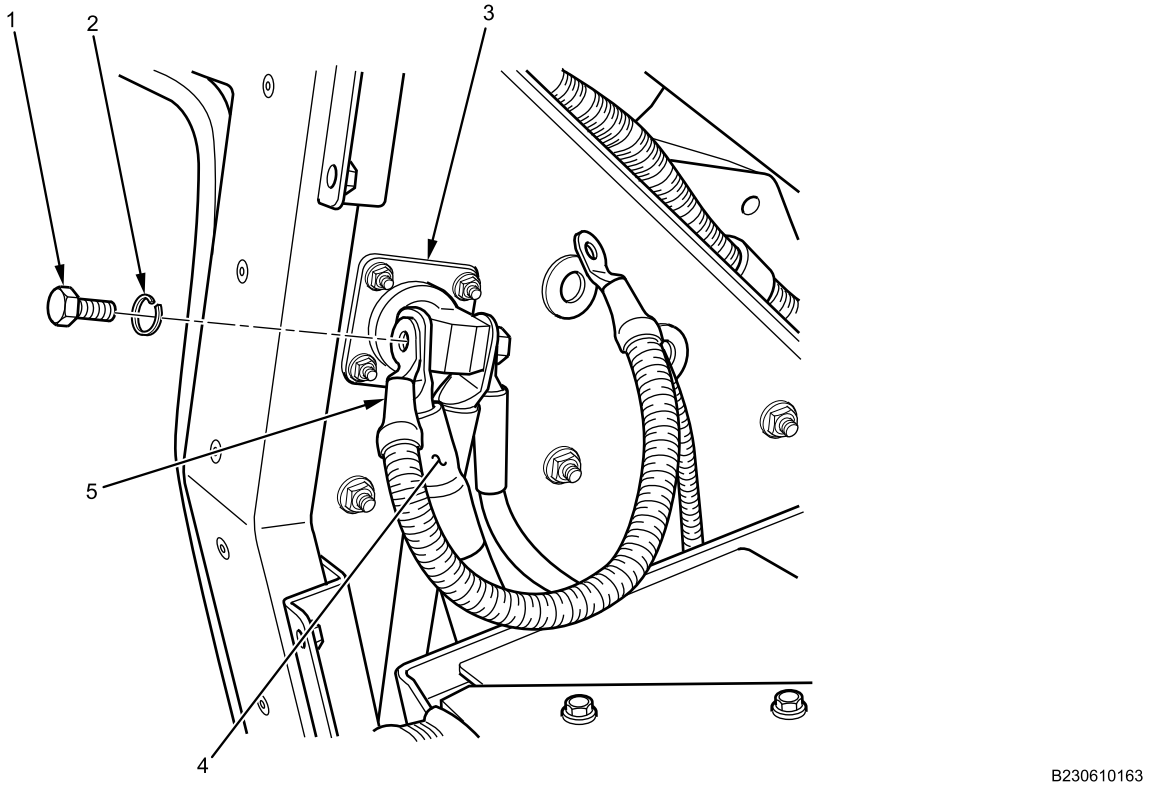

Figure 10. NATO Jump Start.
1. Install two positive cables (Figure 10, Item 4 and 5) on NATO jump start connector (Figure 10, Item 3) positive side with new lockwasher (Figure 10, Item 2) and bolt (Figure 10, Item 1). Tighten bolt securely.